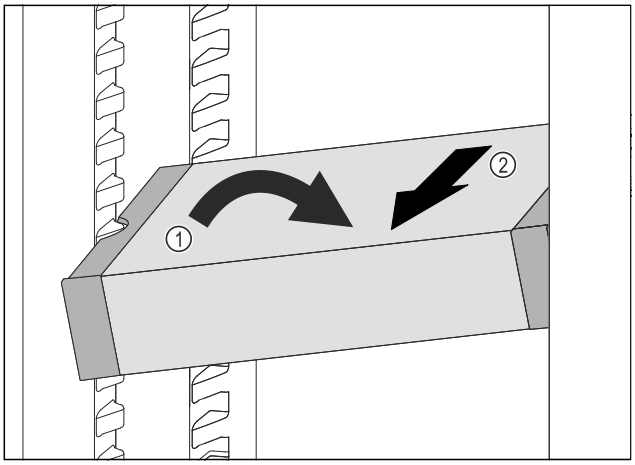

Fig. 173
▶ VarioSafe im Kühlteil schräg stellen. *Fig. 173 (1)*
▶ VarioSafe nach vorne entnehmen. *Fig. 173 (2)*